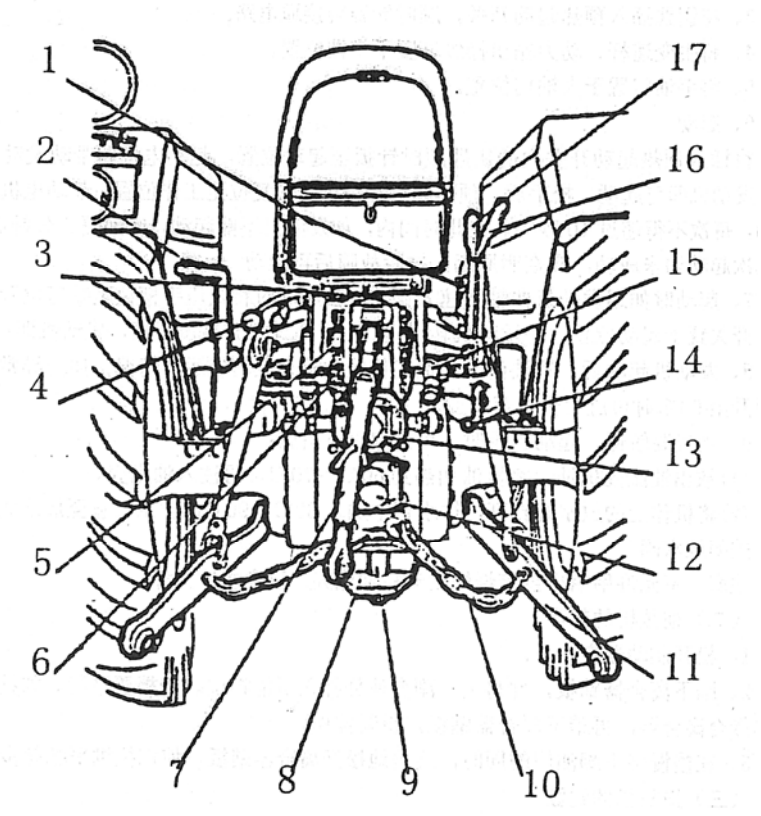

Рис. 2-6
15. Рычаг отбора мощности 4 (Рис.2-6)
16. Рычаг силового регулирования и рычаг позиционного регулирования 16.17 (Рис. 2-6)